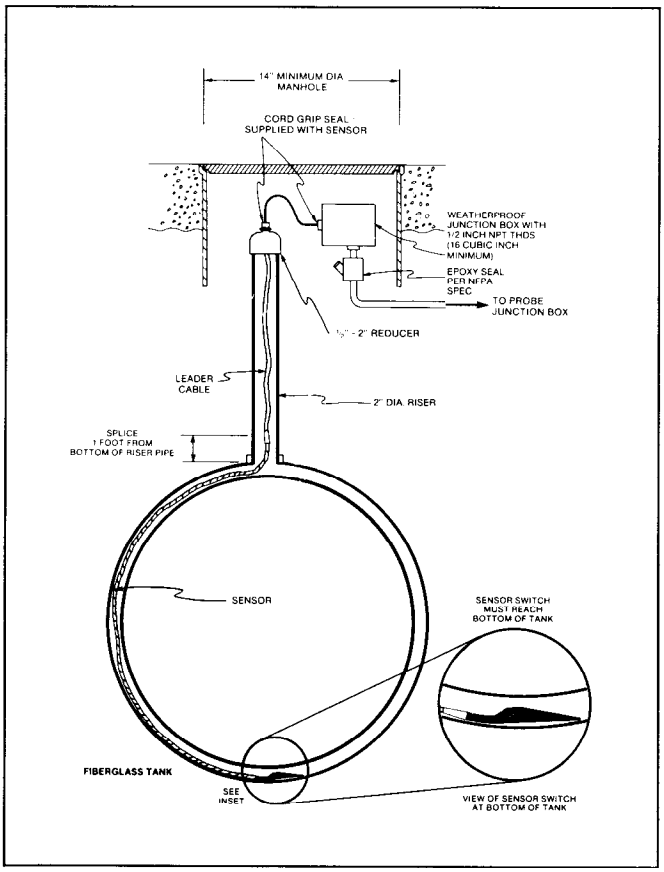

Figure 14. Float Switch Installation — Fiberglass Tanks.
1. To ensure the sensor will reach the bottom of the annular space, the splice between the leader cable and the sensor must be 1 foot from the bottom of the riser pipe (see Figure 14, "Float Switch Installation — Fiberglass Tank"). First measure the sensor riser pipe from the bottom of the pipe to the top. Subtract one foot from the riser pipe measurement, then measure that distance up the leader cable from its connection to the sensor; mark the leader cable.